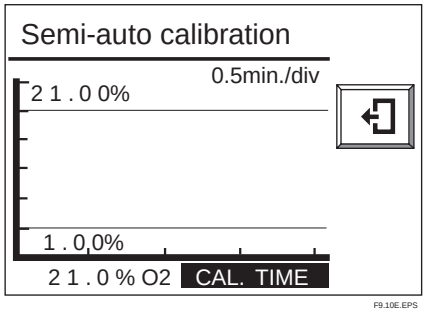

Figure 9.10 Semi-automatic Calibration Display
(3) Select Start calibration. The display shown in Figure 9.10 appears, and then start calibration.